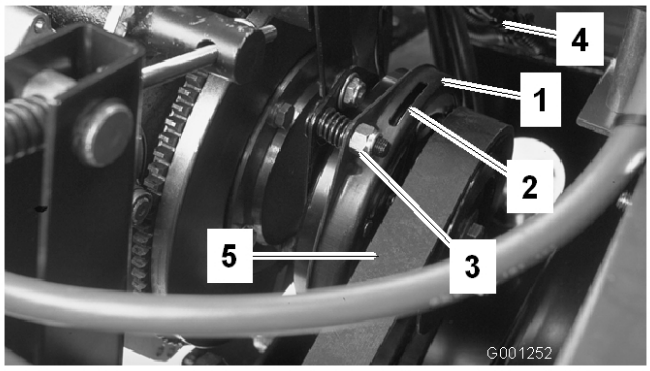

Figur 64
3. Dra ur kopplingens elektriska kontakt (Figur 64).
4. Justera luftgapet så att ett 0,4 mm bladstål kan föras in mellan kopplingskanten och friktionsplattan med lätt tryck (Figur 64). Du minskar gapet genom att vrida på justerskriven medsols (Figur 64). Det maximala servicegapet är 0,8 mm.